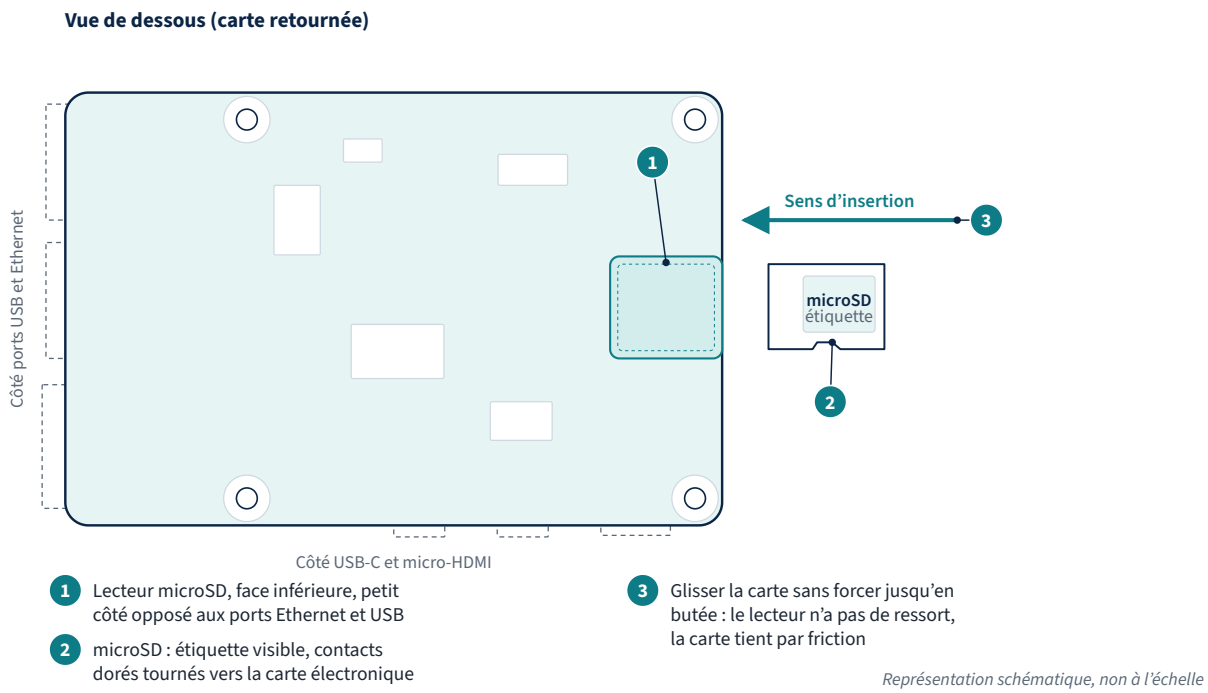

Figure 5-2 — Vue de dessous du Raspberry Pi 5 : emplacement du lecteur microSD, flèche indiquant le sens d'insertion de la carte
1. Repérez le lecteur microSD sur la **face inférieure** de la carte, sur le petit côté opposé aux ports Ethernet et USB (figure 5-2).